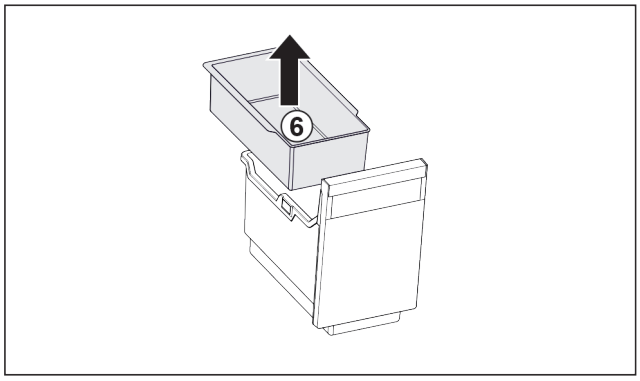

Fig. 170
▶ Retirer le *Fig. 170 (6)* balconnet pour glaçons.